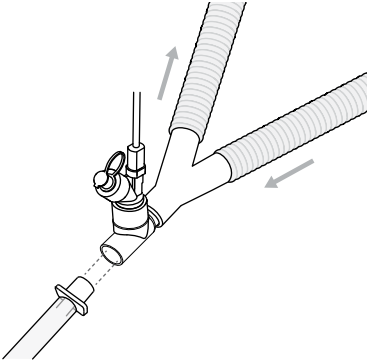

Figure 8. Système Aerogen Solo placé entre le raccord en Y et la sonde endotrachéale.
3. Le système Aerogen Solo peut être placé entre le raccord en Y et la sonde endotrachéale comme illustré à la Figure 8. Le système Aerogen Solo peut être utilisé avec un échangeur de chaleur et d'humidité (ECH) pouvant contenir un filtre.